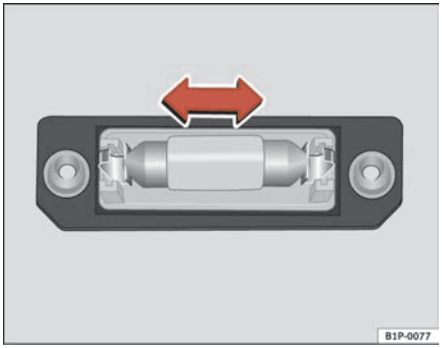

Fig. 196 Registration light
– Remove the bulb, moving it in the direction of the arrow and outwards ⇒ fig. 196.